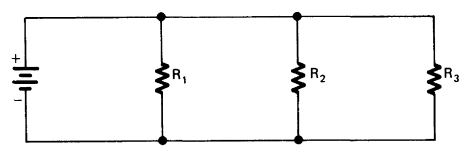

FIGURE 3-3E Current measurement.
7. In the circuit of Fig. 3-3E, indicate where the multimeter should be placed to measure total current. Use an X to indicate placement.
8. In the circuit of Fig. 3-3E, indicate where the multimeter should be placed to measure current through R_2. Use a large dot to show the placement of the meter.